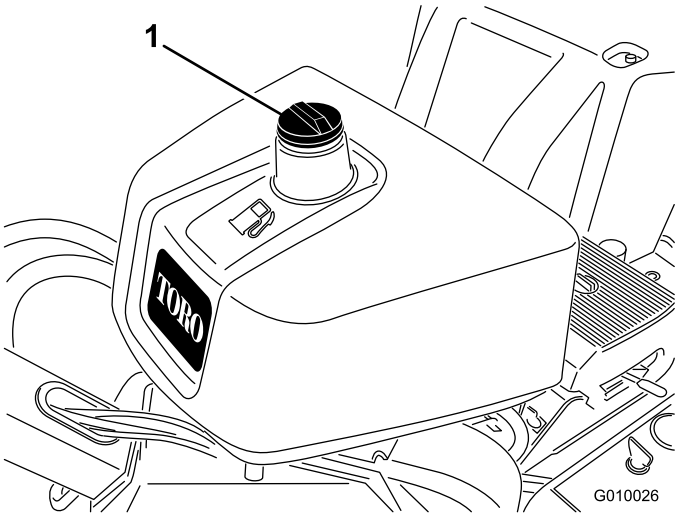

Figur 16
2. Rengjør rundt, og ta av lokket på drivstofftanken (Figur 16).